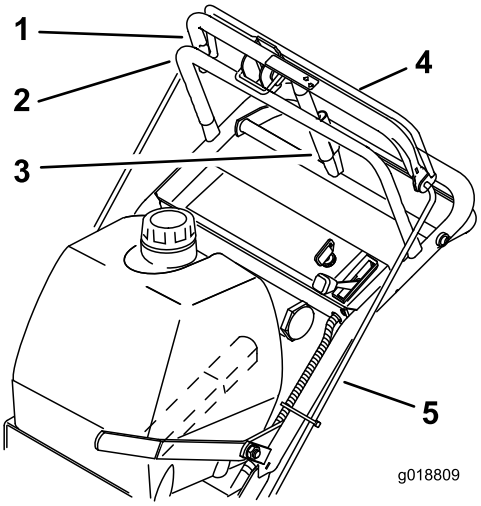

Figura 22
1. Compruebe el espacio entre la barra de control superior y la barra fija, con la transmisión de las ruedas totalmente engranada. El espacio debe ser de 25 a 32 mm (1 a 1-1/4 pulgada) aproximadamente (Figura 22).